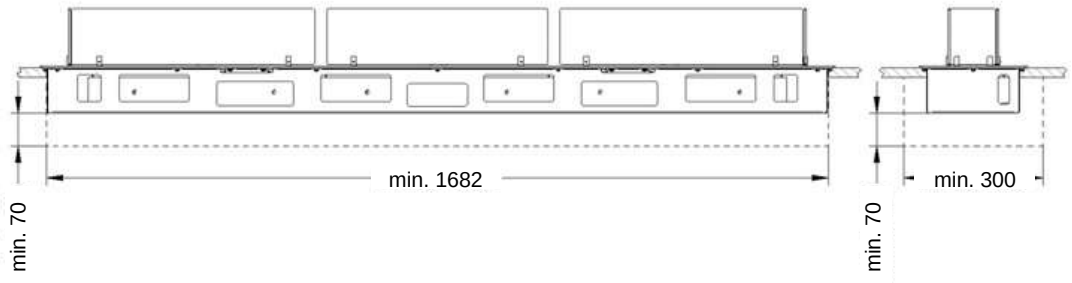

Rys. 9 Wymiary minimalne komory obudowy
- Minimalny odstęp między obudową a dnem komory obudowy (rys. 9) wynosi **70 mm**.